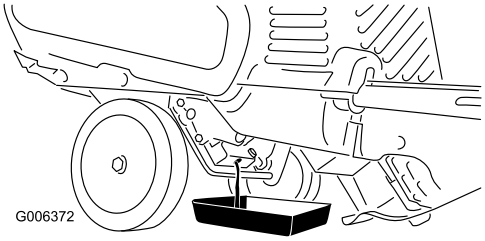

Figur 25
3. Sæt et olieaftapningskar under olieaftapningsproppen, fjern olieaftapningsproppen, og vip sneslyngen bagover, så olien aftappes ned i olieaftapningsfadet (Figur 25).